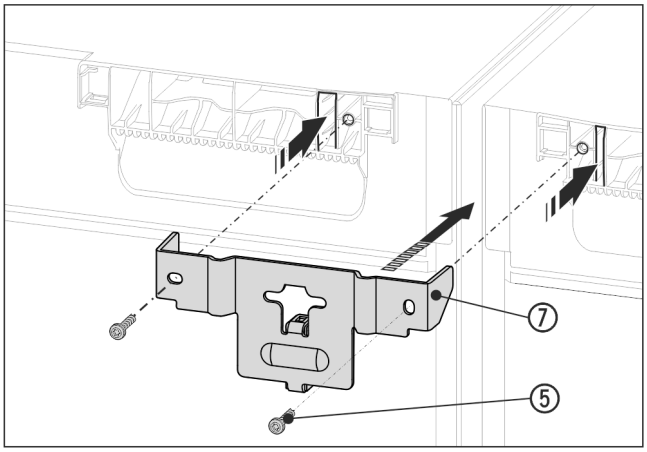

Fig. 13 Reprezentare exemplificativă
▶ Împingeți vinclul *Fig. 13 (7)* cu piesa de distanțare între aparate și împingeți-l cu lamelele în planșeul aparatului. Strângeți ferm cu 2 șuruburi *Fig. 13 (5)*.